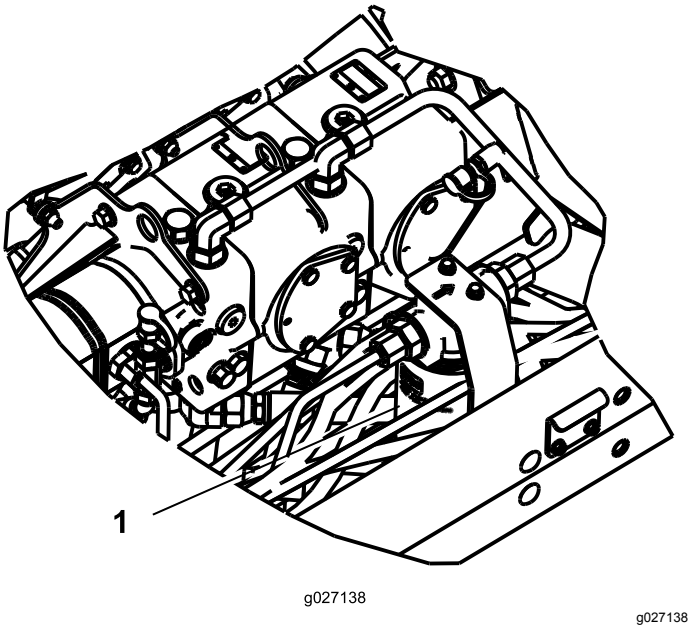

Figur 74
2. Rengjør området rundt der filteret skal festes, og plasser et tappefat under filteret (Figur 74).